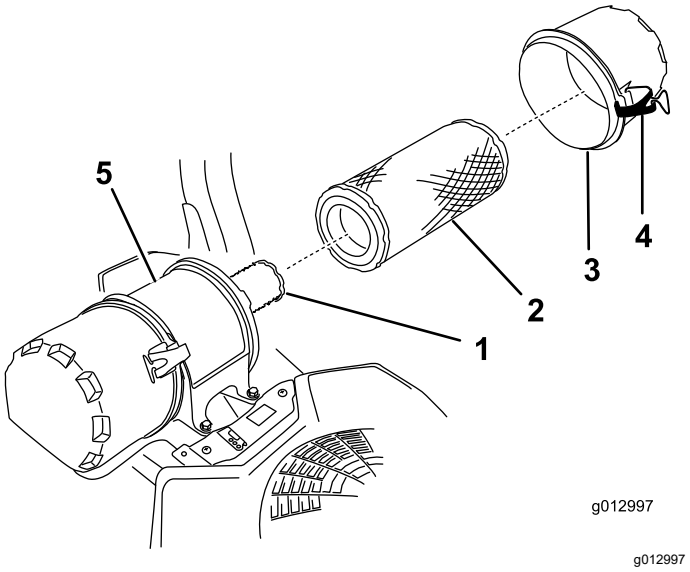

Figure 42
6. Ouvrez les dispositifs de verrouillage du filtre à air et détachez le couvercle du boîtier du filtre (Figure 42).
8. Sortez le préfiltre du boîtier du filtre avec précaution (Figure 42).
2. Si vous remplacez l'élément intérieur, insérez-le avec précaution dans le boîtier du filtre (Figure 42).
3. Placez ensuite le préfiltre sur l'élément de sécurité avec le même soin (Figure 42).
4. Remettez en place et verrouillez le couvercle du filtre à air (Figure 42).